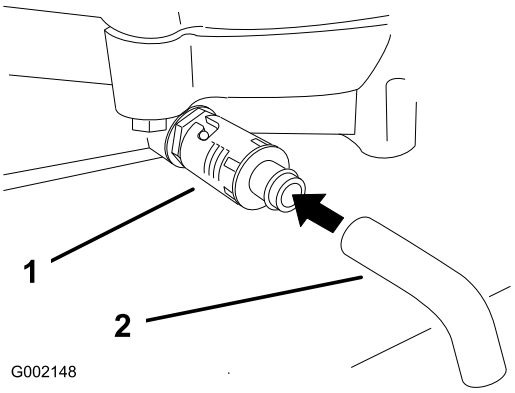

Figur 22
4. Ställ ett kärl under tömningshålet. Rotera oljetömningsventilen så att oljan töms ut (Figur 22).